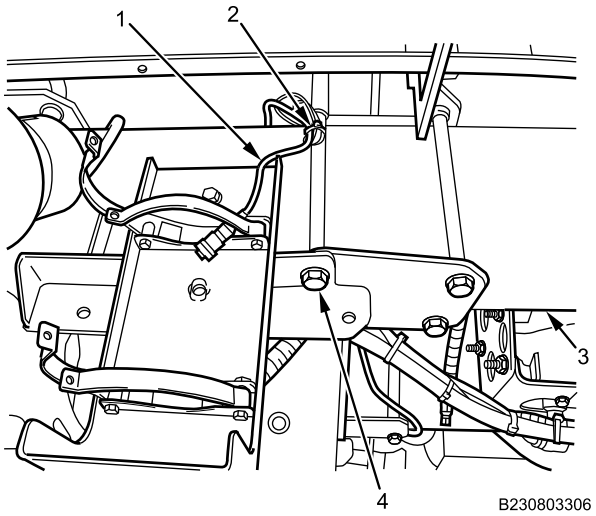

Figure 4. Cabin Mounting Bolt.
3. With maintainer assistance, install cabin mounting bolt (Figure 4, Item 4), three flat washers, and two nuts on inboard frame rail (Figure 4, Item 3) with washers and nuts in positions noted during removal. Tighten two nuts and bolt securely.
4. Secure FSS harness (Figure 4, Item 1) on cabin mounting bolt (Figure 4, Item 4) with new cable lock strap (Figure 4, Item 2).